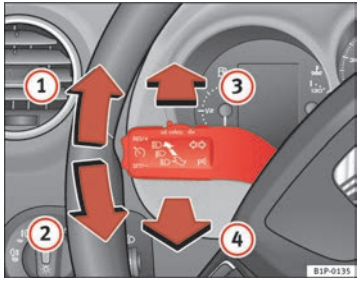

Fig. 77 Indicator and main beam headlight lever
– Move the lever all the way up ⇒ fig. 77 (1) to indicate **right**, and all the way down (2) to indicate **left**.
– Press the lever forward ⇒ fig. 77 (3) to switch on the main beams.